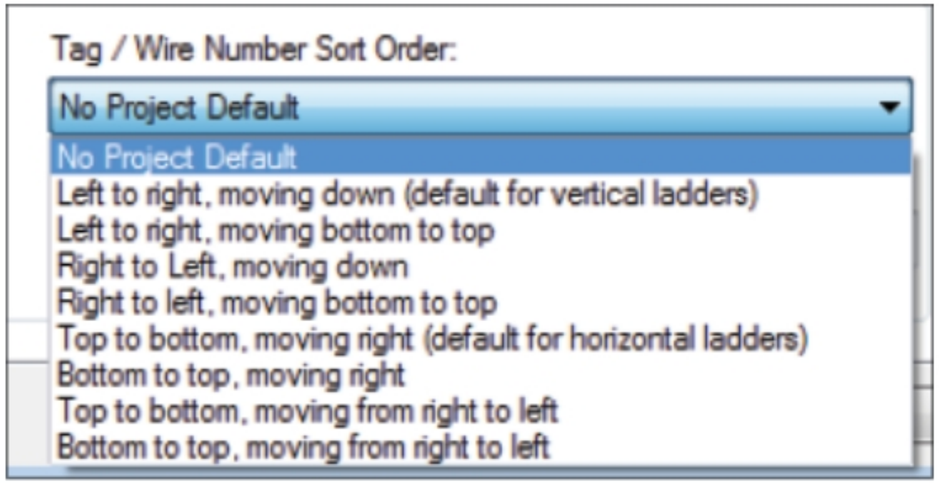

Figure-13. Sort Order drop-down
- The **Tag/Wire Number Sort Order** drop-down is used to specify the order in which the component tags/wire numbers will be arranged in the Project. There are many options in this drop-down to modify the order; refer to Figure-13.